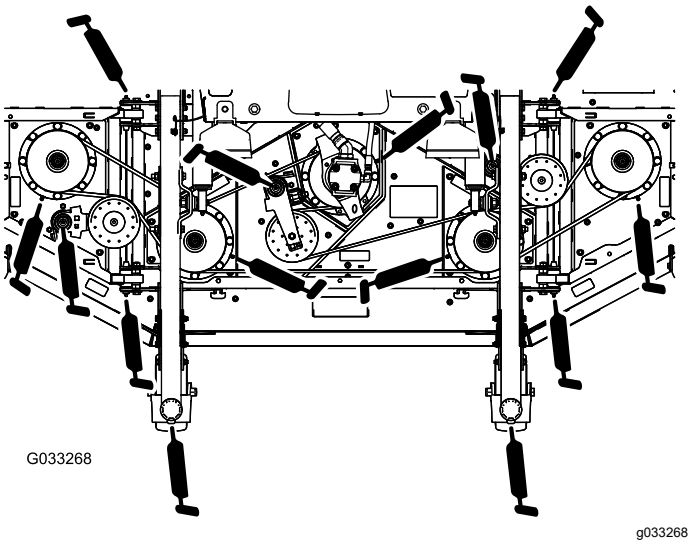

Figur 83
- 2 bussningar för hjulgaffelaxeln (Figur 83)
- 5 spindelaxellager (på spindelhuset) enligt Figur 83
- 3 vridfästesbussningar för mellandrevsarmen (på mellandrevets svängtappsaxel) enligt Figur 83
- 4 vingfensdäckbussningar (placerade på vingfenans svängtappar) enligt Figur 83